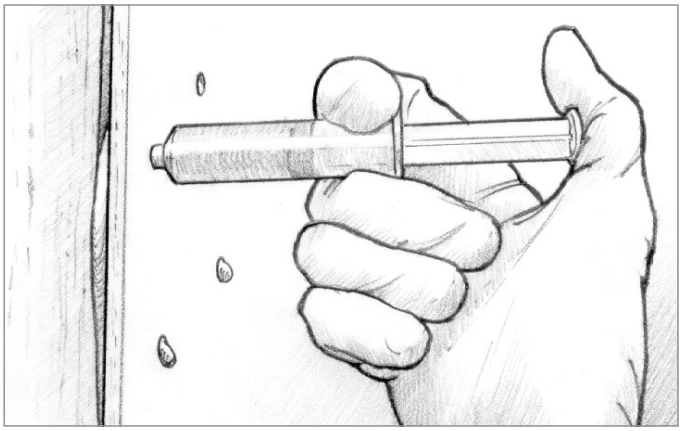

Figure 4-9 *Inject the epoxy mixture until it reaches the surrounding holes.*
3. Inject the mixture into the void through the pattern holes. Force the syringe tip into the lowest pattern hole and inject the mixture until it reaches and begins to ooze from the surrounding holes *(Figure 4-9)*.